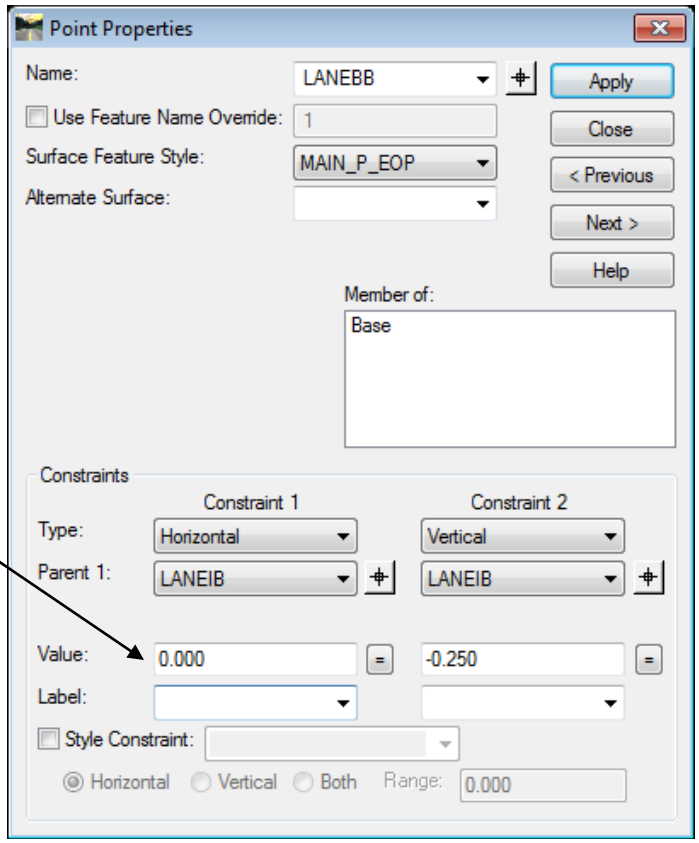

Figure L7-33 Point Properties Dialog
• Verify your entries match those shown in *Figure L7-33*.